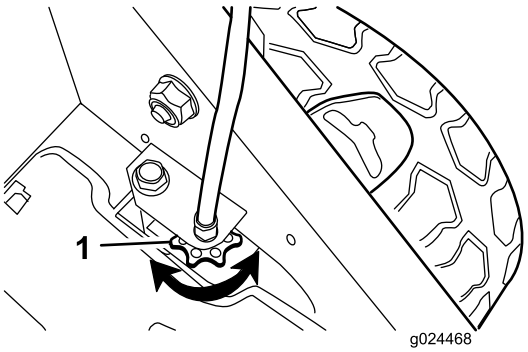

Figur 22
- Om hjulen inte snurrar när du drar in självdrivningsstången är drivremmen för lös. Rotera hjuldrivningsreglageratten (Figur 22) ett varv medsols och upprepa stegen 4 till 6.
- Om hjulen snurrar innan du har dragit in självdrivningsstången helt, är drivremmen för hårt spänd. Rotera hjuldrivningsreglageratten (Figur 22) ett varv motsols och upprepa stegen 4 till 6.